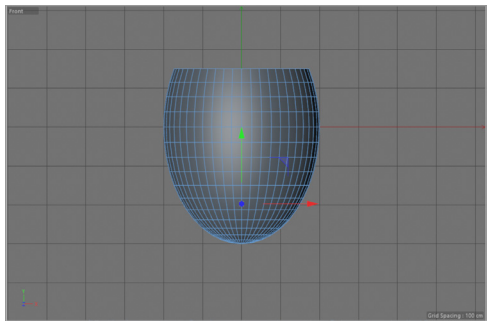

Figure 3-139 *Selected polygons extruded*
9. Right-click in the Front viewport; a shortcut menu is displayed. Choose **Extrude** from the shortcut menu; the **Extrude** tool settings are displayed in the Attribute Manager. In the **Extrude** tool settings area, make sure the **Options** button is chosen. In the **Options** area, set **-230** as the value in the **Offset** spinner and then press the ENTER key; the selected polygons are extruded in the Perspective viewport, as shown in Figure 3-139.